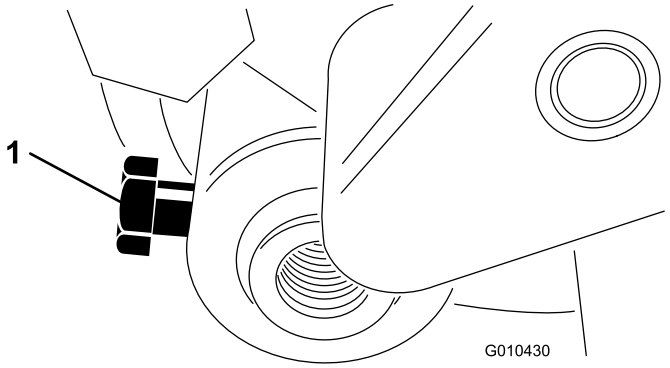

Figura 30
3. Desaperte o parafuso que prende o eixo do rolo ao braço da altura de corte (Figura 30).